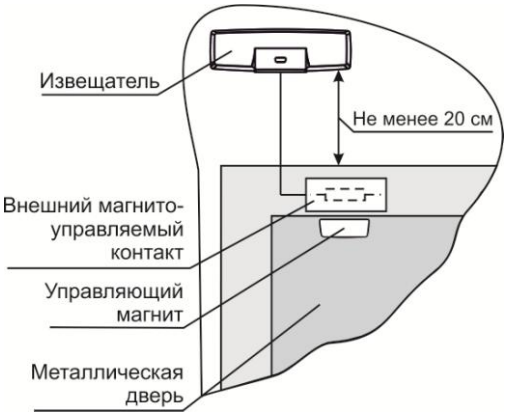

Рисунок 5
8.1.4 Вариант размещения извещателя для блокировки металлической двери (рисунок 5)
5) Для контроля **только внешних** магнитоуправляемых контактов (рисунок 5) установить перемычку на вилку **Ext**, снять перемычку с вилки **Int**.